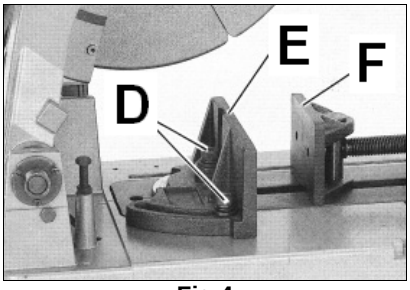

Fig 4
Zur Erweiterung der Spannkapazität kann die Spannbacke (E, Fig 4) in unterschiedlichen Positionen festgesetzt werden.
Die Schrauben (D, Fig 4) lösen und die Schraubstockbacke (E) in die gewünschte Gehrungsstellung bringen.